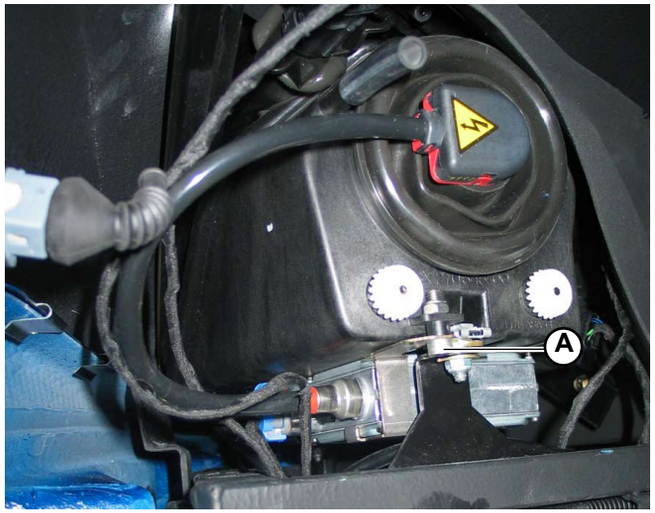

Fig.1
1. Assemble the light on the chassis by tightening the 3 screws (**A-Fig. 1/2**). Carry out this procedure by accessing the free space left by the wheel arch.